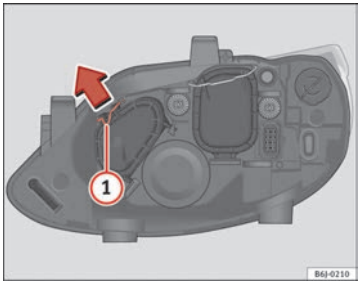

Fig. 149 Main beam headlights
– Move the loop (1) in the direction of the arrow and remove the cover ⇒ fig. 149.